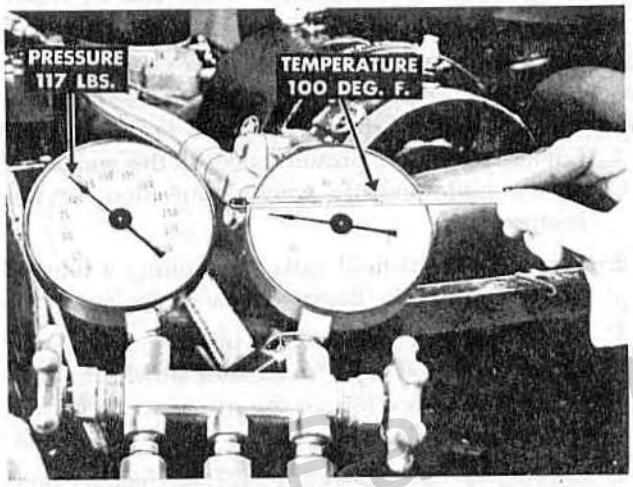

Figure 13—Comparing Temperature and Pressure
8. Allow the system to settle in temperature, observing the high pressure gauge and the thermometer. See figure 13.